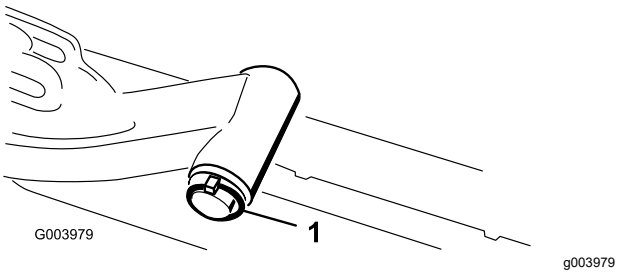

**Рисунок 18**
A. Снимите шплинт и шайбу, которые крепят ось поворота к подъемному рычагу, и снимите ось поворота с подъемного рычага (Рисунок 18).
C. Вставьте ось поворота подъемного рычага в подъемный рычаг и зафиксируйте шайбой и шплинтом (Рисунок 18).